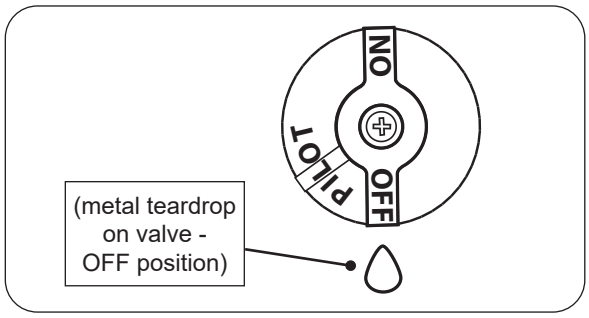

Fig. 27-2 Pilot shut down
2. Locate the valve on the side of the unit. Push in the gas control knob slightly and turn clockwise ↷ to **OFF** (see Fig. 27-2).
Push in the control knob slightly and turn clockwise ↷ to **OFF**. Do not force. See Fig. 27-2.